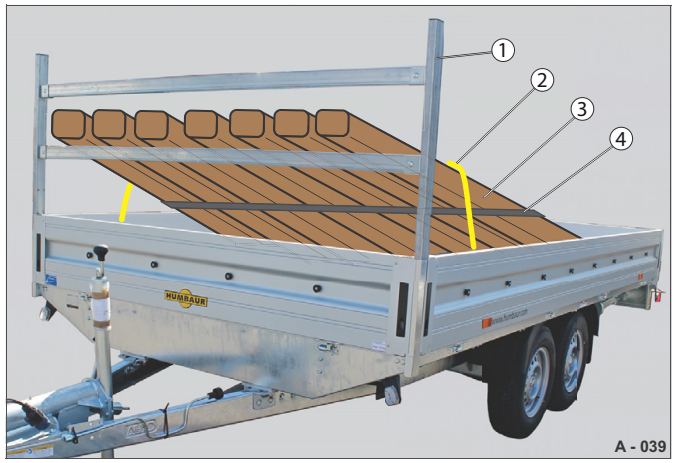

Abb. 38 Zajištění nákladu pomocí H-rámu
- ▶ Umístěte náklad bezpečně tak, aby neklouzal. Spojte jej do jedné nakládací jednotky (Abb. 38/3).